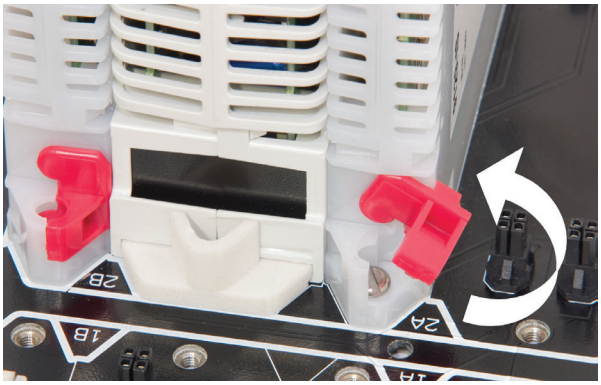

Figure 3.4 SAM module interlock tab
1. Rotate the red interlock tab on the SAM module to the side and up to reveal the fixing screw head. See Figure 3.4.
3. Return the interlock tab to cover the screw head. See Figure 3.4
2. Slide the red interlock tab on the SAM module to the side to reveal the fixing screw head. See Figure 3.4